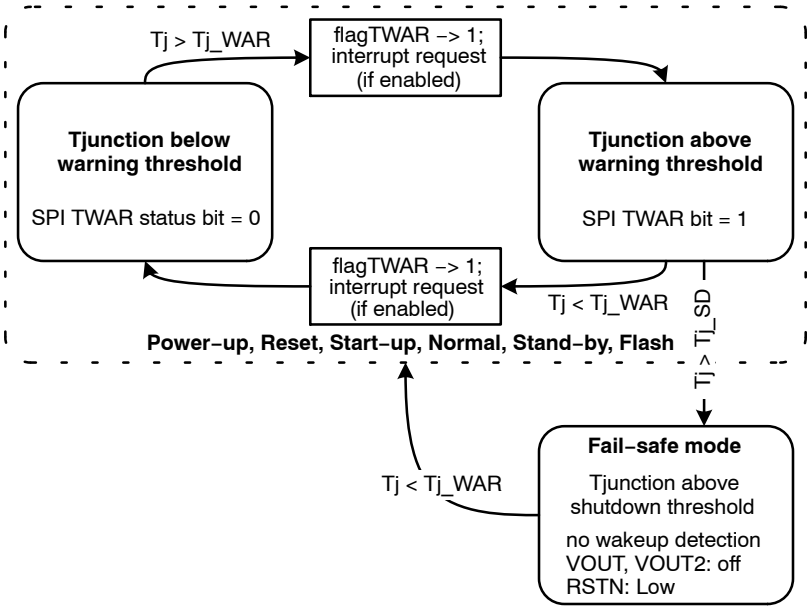

Figure 20. Junction Temperature Monitoring
The junction temperature monitoring circuit is active in all operating modes with VOUT supply switched on (Power−up, Reset, Start−up, Standby, Flash) and also in the Fail−safe, provided that it has been entered as the consequence of a thermal shut−down. The function of the junction temperature monitoring of NCV7471(A) is shown in Figure 20.